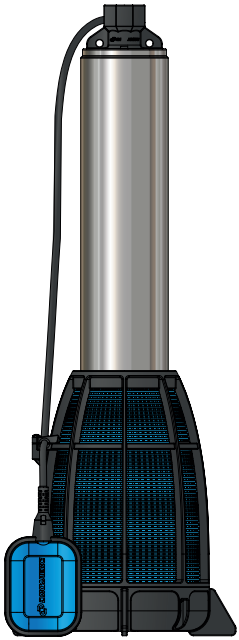

Рисунок 4
■ В комплект насоса серии «ВОДОМЕТ» А входит донный фильтр и поплавковый выключатель (рисунок 4). Донный фильтр создает дополнительную опору при опускании насоса на дно источника и обеспечивает необходимое расстояние до водозаборной части. Он снижает риск засорения насоса при заборе воды из открытого водоема или колодца. Поплавковый выключатель защищает насос от работы без воды.